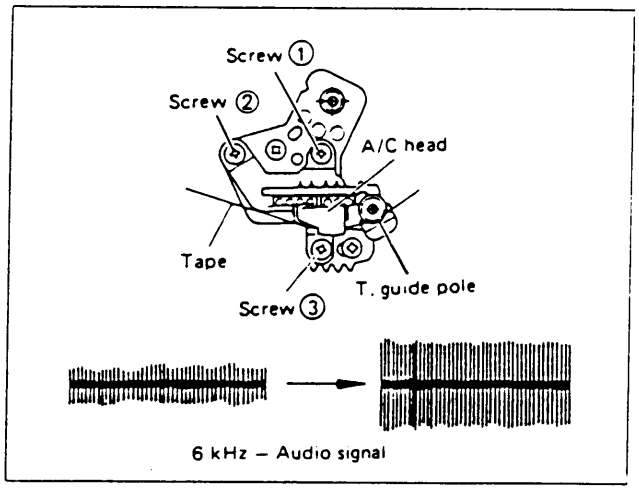

Fig. 2-5-1
1) Adjust the 3 screws (screw ①,②,③ in Fig. 2-5-1) to set the audio/control head height to 6.6 mm (0.26 in). Adjust all screws equally.
3) Adjust Black Screw ② on the head base in Fig. 2-5-1 so that the output level is at a maximised.
4) Readjust Screw ① shown in Fig. 2-5-1 for maximum output.